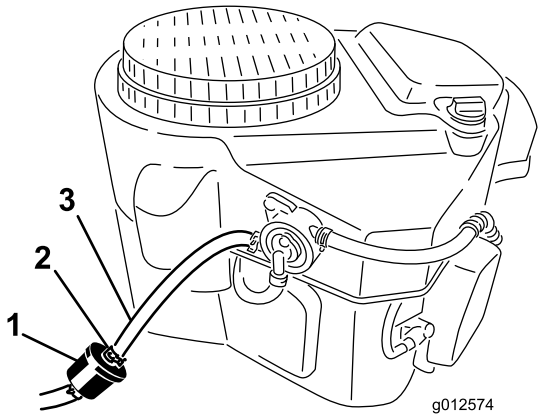

Bild 52
2. Reinigen Sie den Bereich um den Tankdeckel, damit keine Rückstände in den Kraftstofftank gelangen (Bild 52).
4. Drücken Sie die Enden der Schlauchklemmen zusammen und schieben Sie sie vom Filter weg (Bild 52).